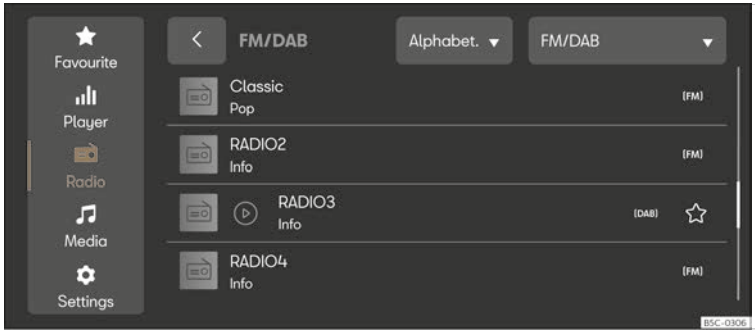

Fig. 185 Schematic representation: Radio view.
- Press **MENU** > ▷ > 📻 ››› Fig. 185.